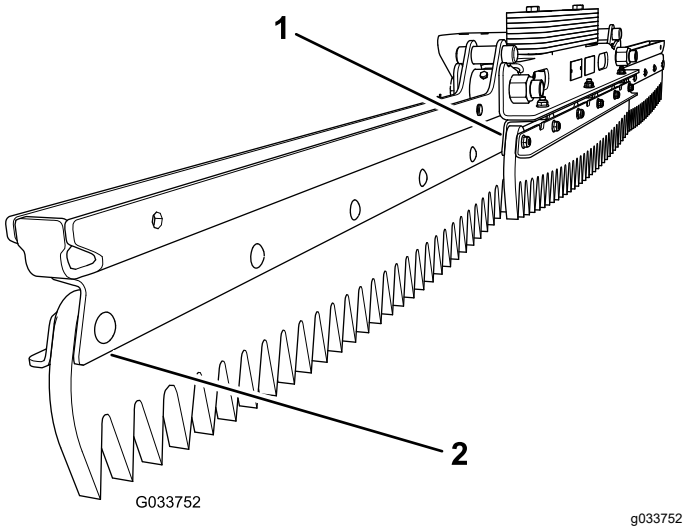

Figur 2
1. Placer enhederne, så toppladen på den midterste enhed peger fremad, og toppladen på hver sideenhed peger bagud (Figur 2).